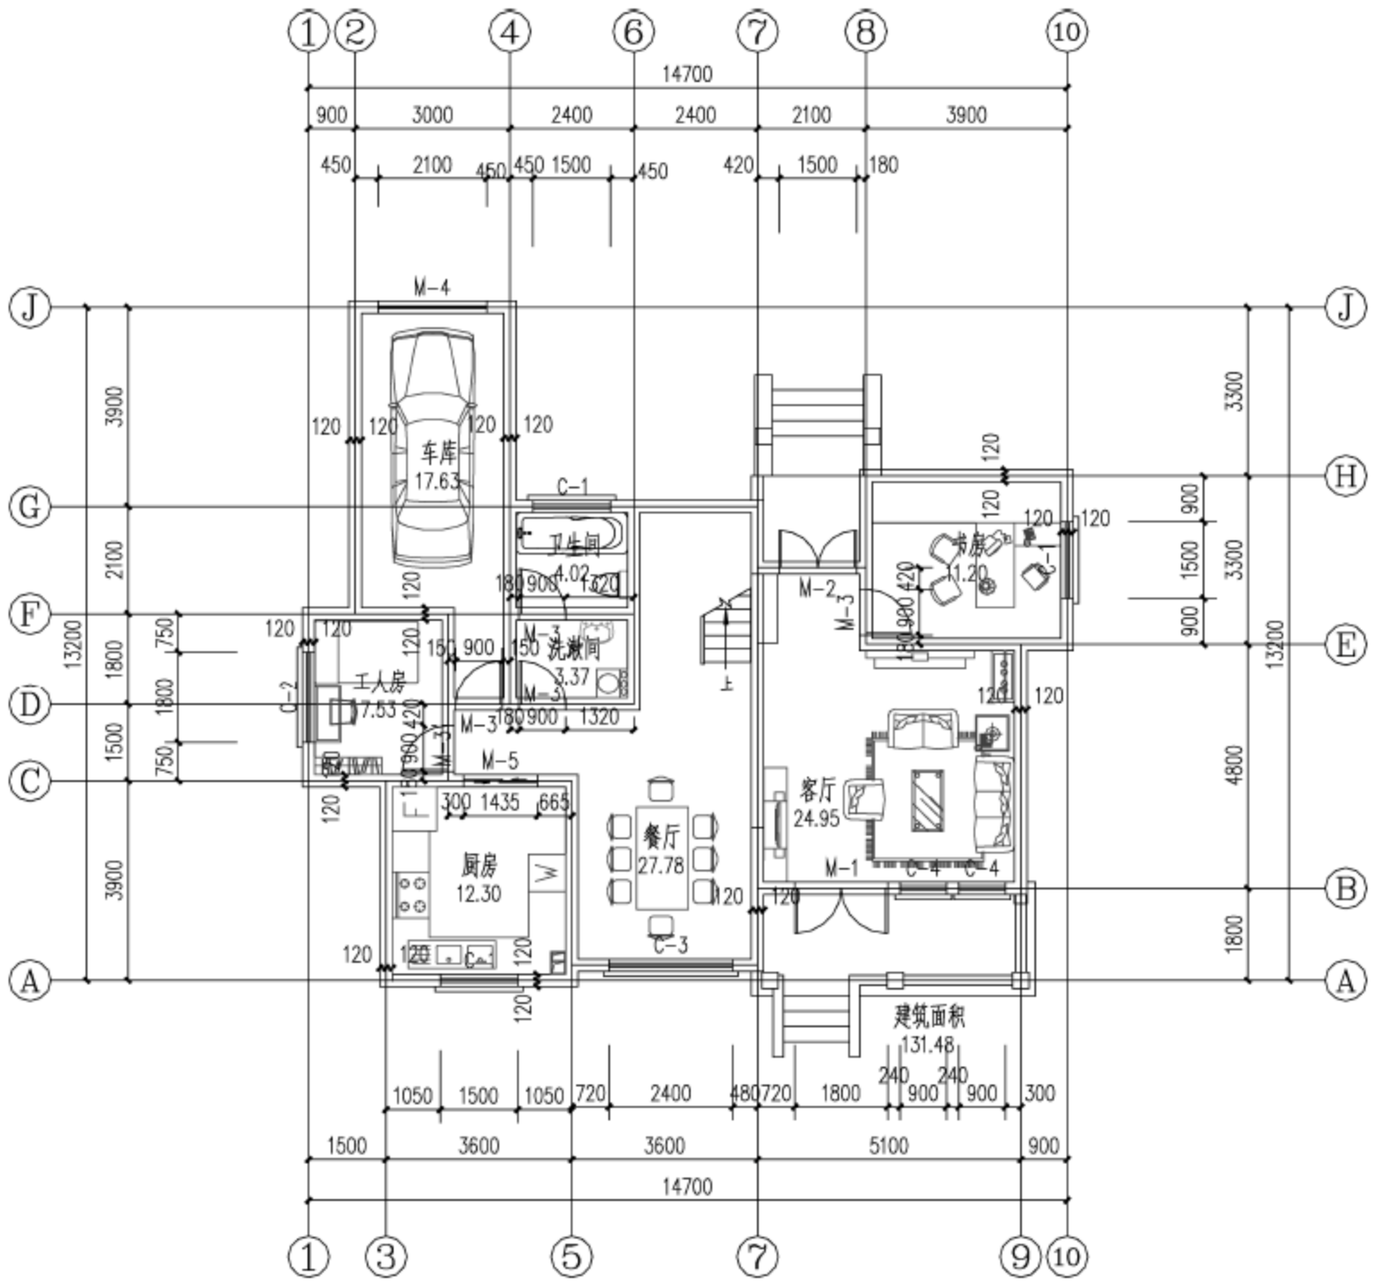

图 18-58　墙厚标注
(2) 单击菜单中的“房间屋顶”→“墙厚标注”命令，根据命令行提示选择标注的墙线，自动生成墙厚标注，如图 18-58 所示。